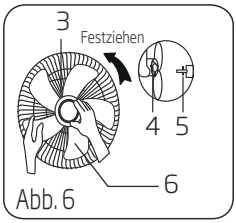

Abb. 6
2. Stecken Sie den Flügel in den Schaft und vergewissern Sie sich, dass der Stift des Rotorschafts in der Vertiefung des Flügels sitzt. Drehen Sie die Propellerhaube entgegen dem Uhrzeigersinn, um den Flügel zu sichern. (Abb. 6)